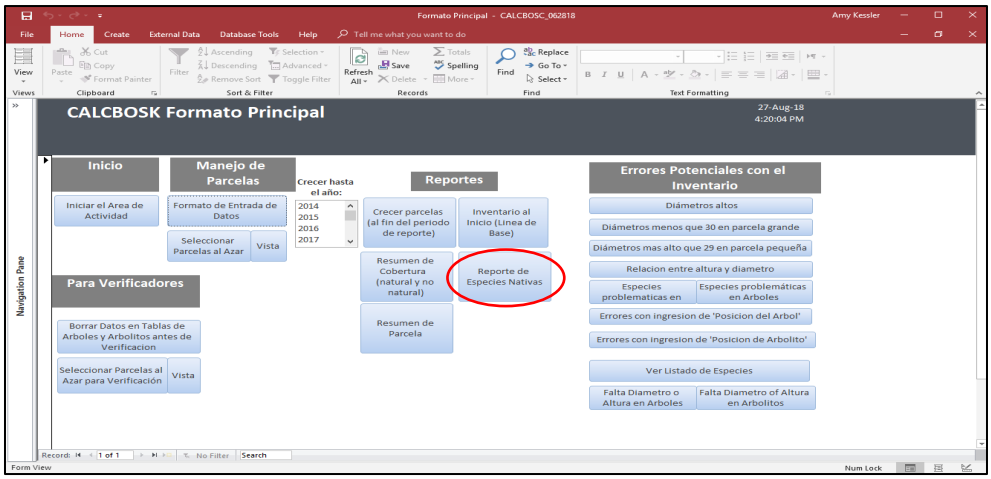

Figure 64. Generate the Native Species Report
1. To generate the report after entering inventory data, on the Dashboard, click the button [Reporte de Especies Nativas] (Figure 64).